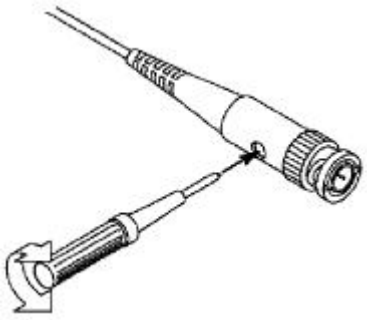

Figura 3-3: Ajuste de la sonda
2、 Comprueba la forma de onda mostrada y ajuste la sonda hasta que la compensación sea correcta. Ver Figura 3-2, Figura 3-3.